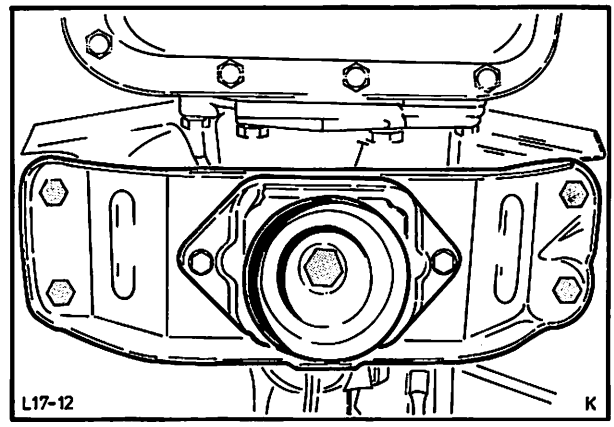

Abb. 24 Getriebetraverse
13. Getriebetraverse von Getriebe und Bodengruppe abschrauben (5 Schrauben). Abb. 24. Getriebe vorsichtig absenken.